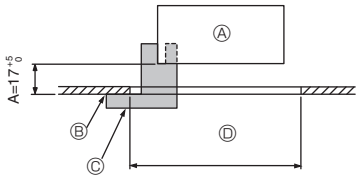

Fig. 9-2
①	Grille	1	950 × 950 (mm)
②	Schéma d'installation	1	(Divisé en 4 parties)
③	Vis (4 × 16)	1	Pour PLP-6EAE, PLP-6EALE, PLP-6EALME2
④	Panneau en coin i-see sensor	1	Pour PLP-6EAE, PLP-6EALE, PLP-6EALME2
⑤	Télécommande sans fil	1	Pour PLP-6EALM2, PLP-6EALME2
⑥	Support de la télécommande	1	Fournie s'il s'agit d'un modèle avec télécommande sans fil. *
⑦	Piles LR6 AA	2	Fournie s'il s'agit d'un modèle avec télécommande sans fil. *
⑧	Vis autotaraudeuses 3,5 × 16	2	Fournie s'il s'agit d'un modèle avec télécommande sans fil. *
9.2. Préparation avant d'attacher la grille (Fig. 9-2)
• À l'aide de la jauge ② fournie avec ce kit, ajustez et vérifiez la position de l'appareil principal par rapport au plafond. Si l'appareil principal n'est pas correctement positionné par rapport au plafond, des fuites d'air peuvent se produire et provoquer un phénomène de condensation.